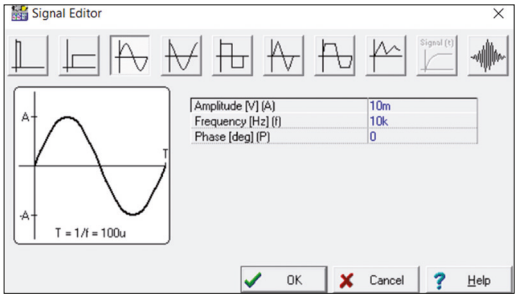

Figure 4.36 Configuring the Voltage Generator.
- Configure the Voltage Generator to generate a 10 mV (0.01 V) sine wave with a frequency of 10 kHz (Figure 4.36).